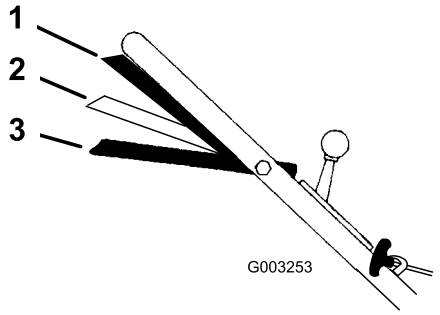

**Figura 16**
1. Portate il selettore della velocità in posizione di folle (N).
3. Premete la barra di comando della lama contro la maniglia in posizione Run/Drive (Marcia/Trasmissione) per guidare (Figura 16).
**Nota:** Non cambiate velocità mentre premete la barra di comando della lama contro la manopola in posizione Marcia/Trasmissione, perché potreste danneggiare la trasmissione. Spostate la barra di comando della lama in posizione Marcia/Cambio (Figura 16) quando cambiate la velocità di trazione.
**Nota:** Potete modificare la velocità di trazione aumentando o riducendo la distanza tra la barra di comando e la maniglia. Abbassate la barra di comando per fare rallentare il tosaerba in curva o se il tosaerba è troppo veloce. Se abbassate troppo la barra di comando, la trazione automatica del tosaerba non funziona. Premete la barra di comando per avvicinarla di più alla maniglia ed aumentare la velocità di trazione. Quando tenete stretta la barra di comando contro la maniglia, la trazione automatica fa spostare il tosaerba alla massima velocità. Portate il comando della velocità di trazione in folle (N) quando utilizzate il tosaerba per rifinire e quando vi allontanate dal tosaerba.